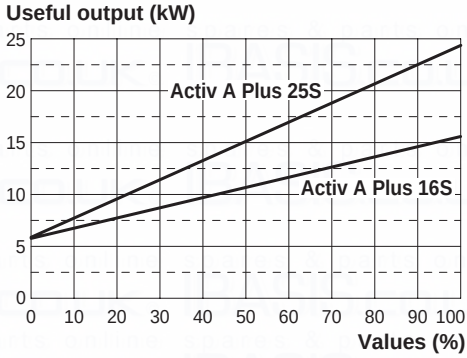
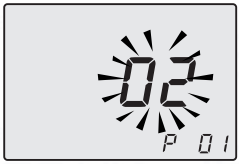
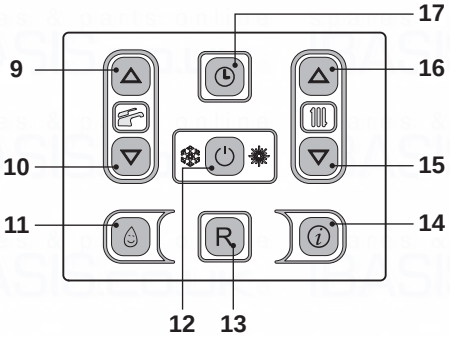

Fig. 7.41
Fig. 7.42
Fig. 7.43
Refer to Fig. 7.41 and determine the correct Value appertaining to the output required for the central heating requirement.
keys 12 - 15 - 16 (Fig. 7.43) for 10 seconds at the same time until the letters **P01** are displayed on the LCD display, indicating that ”parameter 01” (Fig. 7.42) has been activated.
- It is possible to modify parameter using keys 9 or 10 (Fig. 7.43) (Refer to Fig. 7.41 and determine the correct Value appertaining to the output required for the central heating requirement.).
- By pressing key 12 (Fig. 7.43) confirmation of the inserted value is obtained.
- Press keys 15 or 16 (Fig. 7.43) to exit without changing the value.